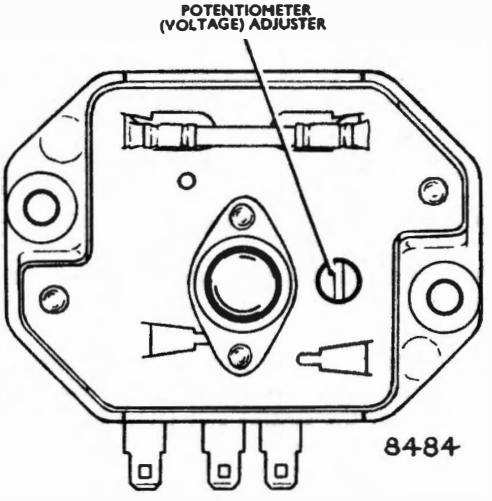

Fig. 24. *Rear view of 4TR Control Box showing potentiometer (voltage) adjuster*
2. Invert the unit and chip away the sealing compound which conceals the potentiometer adjuster (Fig. 24).